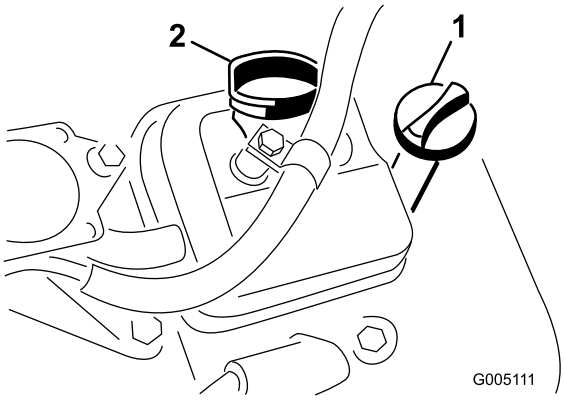

**Figur 21**
3. Stick ned oljestickan i röret, skruva fast den och se till att den sitter ordentligt (Figur 21).